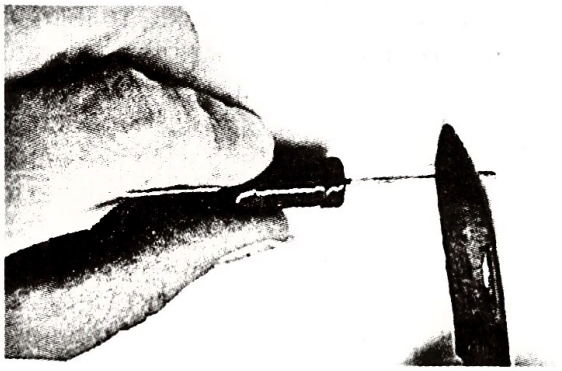

Рис. 2
– тщательно очистить спаиваемые поверхности от грязи, изоляции, окислов напильником, мелкой наждачной бумагой или ножом (рис. 2);